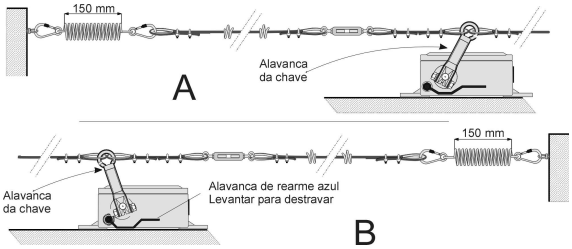

Fig. 5 – Ajuste da tensão das molas tracionadoras
4.5 Pressione a alavanca de rearme azul para cima e coloque a alavanca de acionamento na posição da fig. 5 B. Repetir o processo 4.4 para ajustar a tensão do cabo de aço no outro lado.
• Uma vez eliminada a situação de emergência, o operador deve se dirigir à chave que comandou a parada de emergência e pressionar para cima a alavanca de rearme azul até liberar a trava (Fig. 5 B). O destravamento tem que ser feito manualmente, de forma deliberada, no local onde foi sinalizada a emergência.
• Na ocorrência de ruptura ou afrouxamento do cabo de aço, as molas tracionadoras automaticamente puxarão o cabo no sentido oposto do local onde ocorreu o afrouxamento ou ruptura, sinalizando emergência e forçando a parada do equipamento. Será necessário que seja feita a recolocação do cabo de aço conforme descrito no item 4 deste manual.